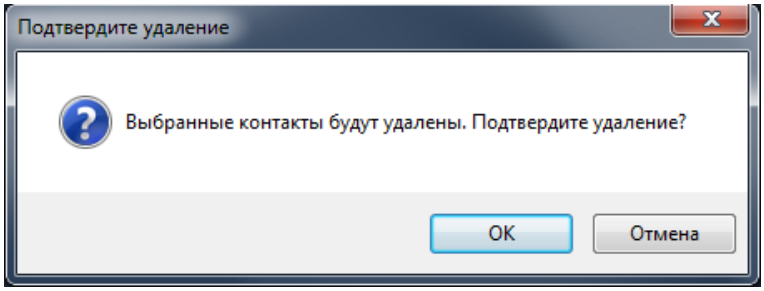

Рис. 276. Окно «Подтверждение удаления»
3. В отобразившемся на экране окне «Подтвердите удаление» нажать кнопку «ОК» для удаления контактов или «Отмена» для отмены операции, см. Рис. 276.